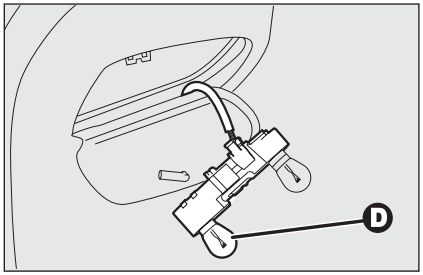

rys. 35 A0E0167m
- ❒ wyjąć i wymienić przepaloną żarówkę lekko ją wciskając i obracając w lewo **rys. 35**: